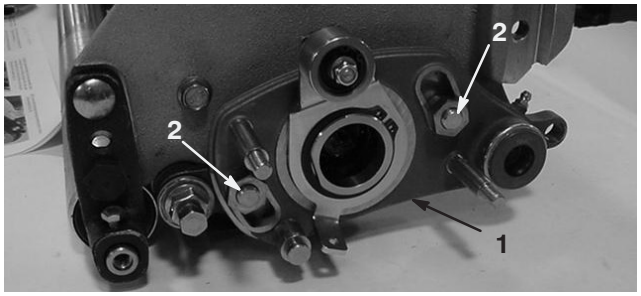

Figure 6
11. Position the right-hand groomer drive assembly onto the bearing housing and sideplate adapters (Fig. 6).
12. Secure groomer drive assembly to the side plate adapters with (2) lock nuts (Fig. 6). Tighten the locknuts until the plate no longer can rotate. Hold the sideplate adapters with a Allen wrench and back–off the nuts 1/4 turn.